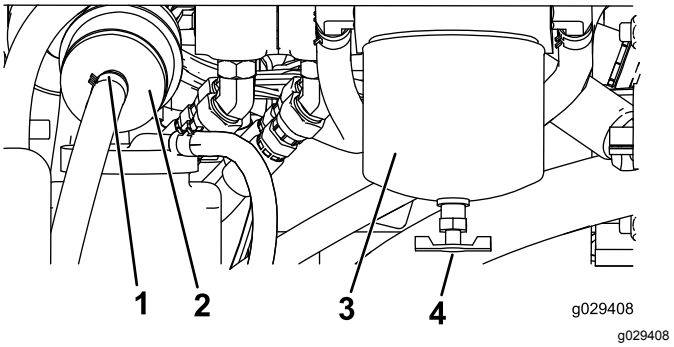

**Rysunek 51**
1. Zlokalizuj filtr paliwa w tylnej części silnika (Rysunek 51) i umieść pod nim czysty pojemnik.
1. Zlokalizuj filtry paliwa po prawej stronie silnika (Rysunek 51) i umieść pod nimi czysty pojemnik.
2. Wyczyść obszar wokół uchwytów wkładu filtra (Rysunek 51).
3. Wyjmij wkład filtra i oczyść jego powierzchnię montażową (Rysunek 51).
5. Przykręcaj ręcznie wkład filtra, aż uszczelka zetknie się z powierzchnią montażową, a następnie obróć o dodatkowe pół obrotu (Rysunek 51).
6. Zlokalizuj przelotowy filtr paliwa za wkładem filtra paliwa (Rysunek 51) i zwróć uwagę na kierunek przepływu wskazywany przez strzałkę z boku filtra przelotowego.
7. Rozłącz obejmy po obu końcach filtra przelotowego i zsuń z niego przewody (Rysunek 51). Wyrzuć filtr.
8. Naciągnij przewody na króćce nowego filtra (Rysunek 51), upewniając się, że strzałka na filtrze jest skierowana w tym samym kierunku co na starym filtrze.